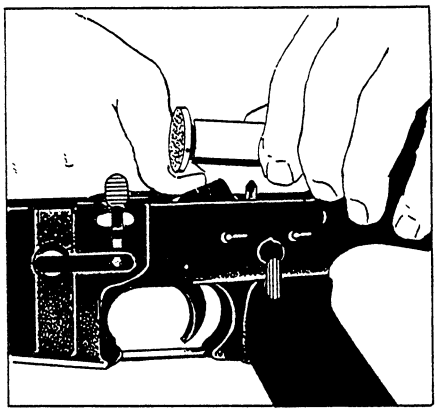

Figure 3-19.—Removing the buffer assembly and action spring.
6. Push in on the buffer assembly, using the index finger of the left hand. With the nose of a cartridge or some similar object, push down on the buffer retainer (fig. 3-19, view A). To remove the buffer assembly, press the hammer downward past the cocked position. After the body of the buffer assembly has cleared the hammer, you can withdraw the action spring from the lower receiver (fig. 3-19, view B).